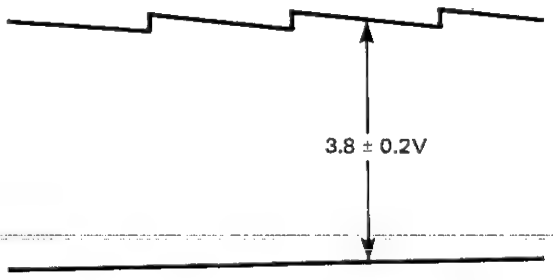

Abb. 48 Abstimmung der Trommelverriegelung
3) Wellenform bei TP-703 mit einem Oszilloskop messen und R714 (Trommelverriegelung) so abstimmen, daß die Bedingungen in Abb. 48 erzielt werden können.